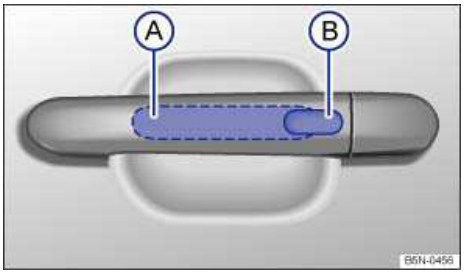

Fig. 28 Keyless Access system: Sensor for unlocking A on the inside of the front door handles. Sensor for locking B on the outside of the door handles.
All you have to do is touch a sensor surface on one of the outside door handles ⇒ fig. 28 or push the Volkswagen emblem on the rear hatch ⇒ *Rear hatch* when a valid remote control vehicle key is within range ⇒ .
- Keyless Entry: Unlocking the vehicle with the sensor surfaces on the outside door handles of the driver or passenger door ⇒ fig. 28 (A) or by using the Volkswagen emblem on the rear hatch.
- Keyless Exit: Locking the vehicle via the door handle sensor on the driver or passenger door (B).
Remove your finger from the lock sensor surface ⇒ fig. 28 (B) to stop the function. If you touch the unlock sensor surface (A) on the inside of the door handle immediately after releasing the lock sensor surface (B) (arrow), all of the windows will open (safety function).